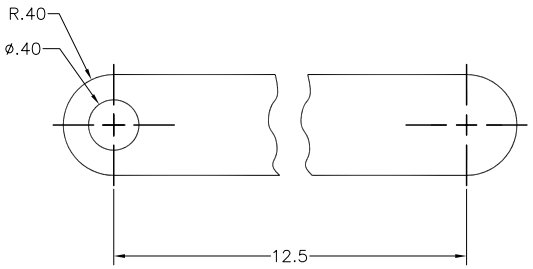

Figure 17-29 *Specifying dimension that is not to be scaled*
22. A dimension that is not to be scaled should be indicated by drawing a straight line under the dimension text, refer to Figure 17-29. This line can be drawn by using the **DDEDIT** command. If you invoke this command, AutoCAD will prompt you to select an annotative object. Select the object; the **Text Editor** will be displayed and a new **Text Editor** tab will be added to the **Ribbon**. Select the text (< >) , and then choose the **U** button in the **Formatting** panel of the **Text Editor** tab to underline the text.